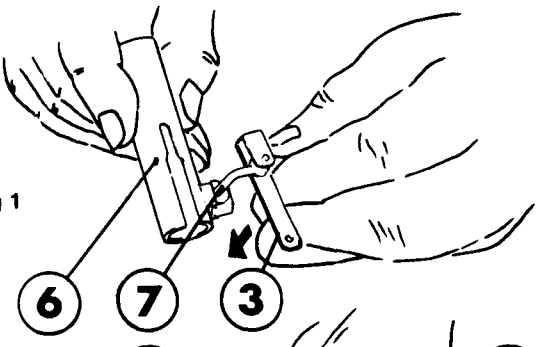

Fig 1
a) Assemble the link (3), arm (7), and clasp (8) to the sleeve (6). Fig. 1.